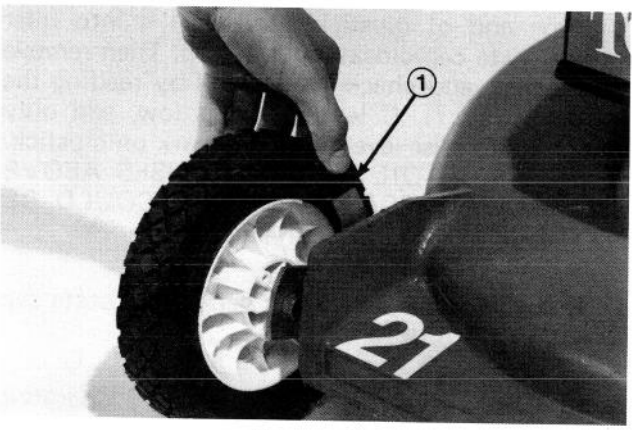

Figure 11
Height-of-Cut Adjusters (Fig. 11) – Height-of-cut is adjustable to one of five approximate settings: 1 inch (25 mm), 1-1/2 inches (38 mm), 2 inches (51 mm), 2-1/2 inches (64 mm), or 3 inches (76 mm). In addition, front wheels have a 1/2 inch (13 mm) setting that can be used with the 1 inch (25 mm) rear wheel setting. When cutting thatch or heavy, thick grass, raise rear wheel one setting above the front wheel setting to assure optimum power to the blade.
2. Place thumb against height-of-cut adjuster and fingers on outside of wheel (Fig. 11).